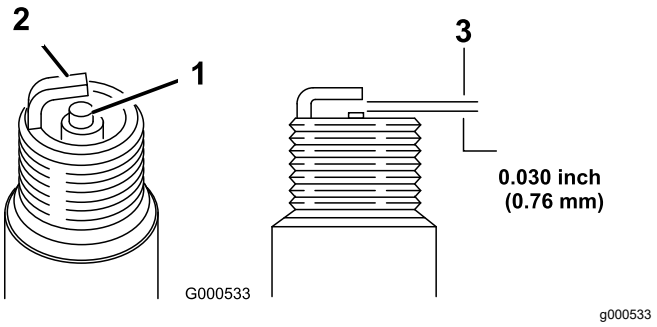

Figura 30
5. Ajuste el espacio entre los electrodos a 0.76 mm (0.030"); consulte Figura 30.